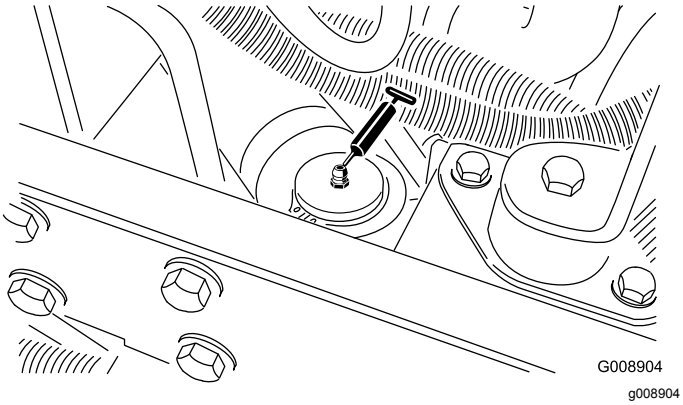

Rysunek 59
- Siłownik wspomagania kierownicy (Rysunek 59).